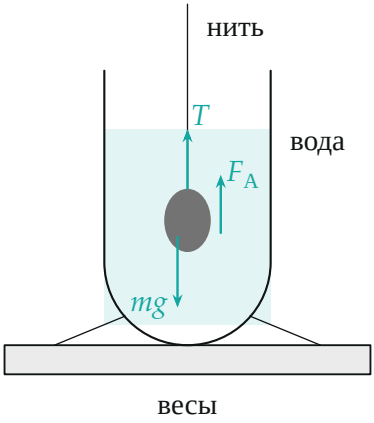

Рис. 1. Гидростатическое взвешивание: металл на нитке целиком в воде, не касается дна и стенок. Весы показывают прибавку $\Delta m = \rho_0 V$.
1.2. Объём — гидростатическим взвешиванием. Ставим пробирку с водой на весы (в проволочной подставке) и записываем показание. Затем опускаем металл на нитке в воду так, чтобы он погрузился целиком и не касался дна и стенок (рис. 1). На металл действуют сила тяжести mg, натяжение нити T и сила Архимеда $F_A = \rho_0 g V$. По третьему закону Ньютона металл давит на воду вниз с силой F_A, и показание весов вырастает на